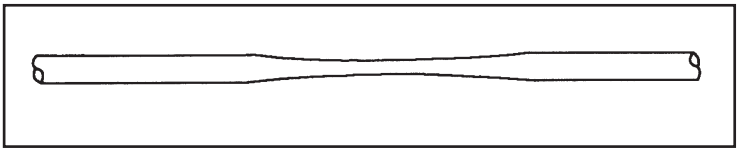

Figure 4
- Une gaine de câble trop étiré amincie. Voir la figure 4.